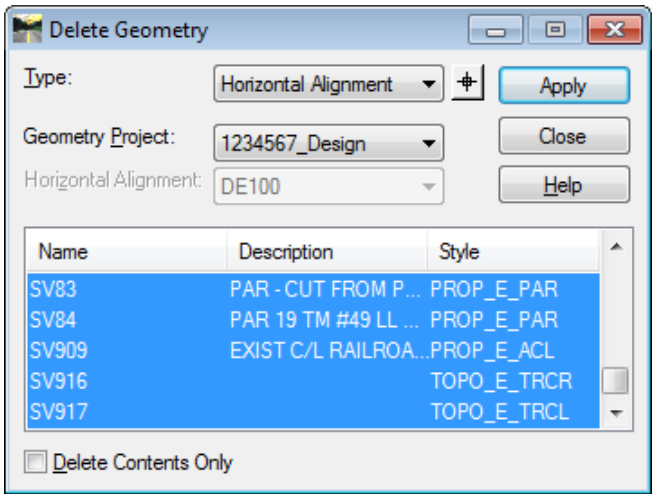

Figure L13-5 Delete Geometry
17.	• Verify the settings in the **Delete Geometry** dialog match those shown in *Figure L13-5*. • Click **Apply**. • An **Alert** dialog prompting whether or not you want to Delete Alignments will be displayed. Click **Yes** to delete the Alignments. • Click **Close** to close the **Delete Geometry** dialog.